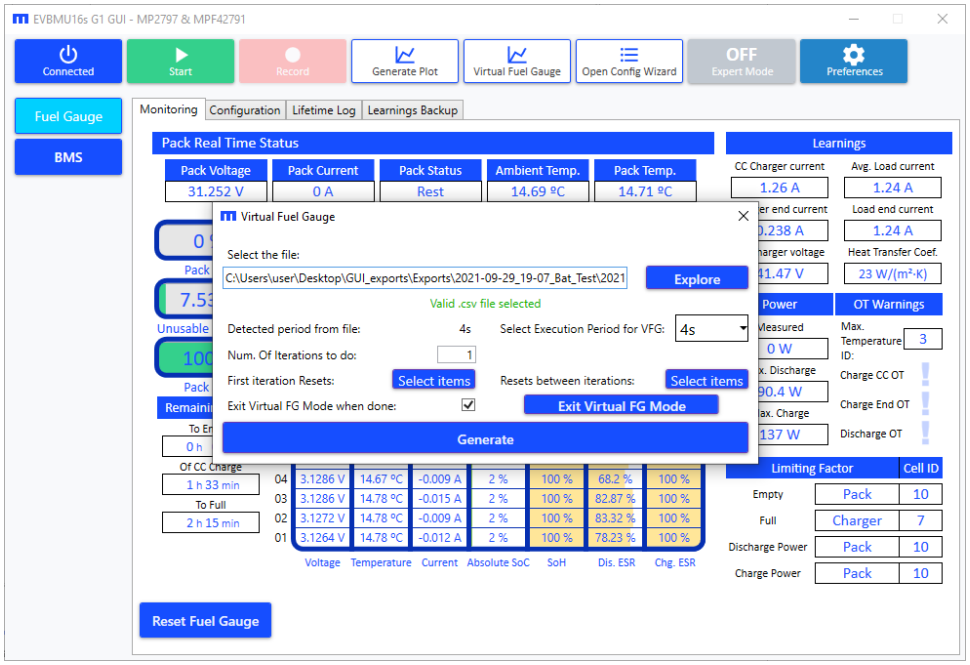

Figure 62: Virtual Fuel Gauge: Valid File Selected
4. Select the number of iterations to run on the same data file, and users can select which fuel gauge estimates can be reset during the first iteration (and between iterations). For example, if the start of the file does not match the end, reset everything before the first iteration, and only reset the SoC between iterations (see Figure 62).
5. Select “Exit Virtual FG Mode when done” to disable virtual fuel gauge mode on the evaluation board once all the iterations are done. Then the fuel gauge runs with the readings from its own board, and not the readings from the GUI. Otherwise, this process can be manually exited by clicking “Exit Virtual FG Mode” (see Figure 62 on page 47).